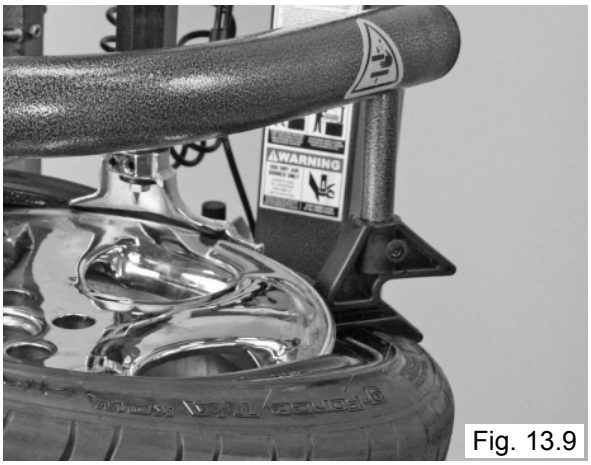

Fig. 13.9
8. Depress the table top pedal and rotate the tire until the bead is mounted. The left side helper shoe will follow the tire during rotation. (See Fig. 13.9 -13.12)